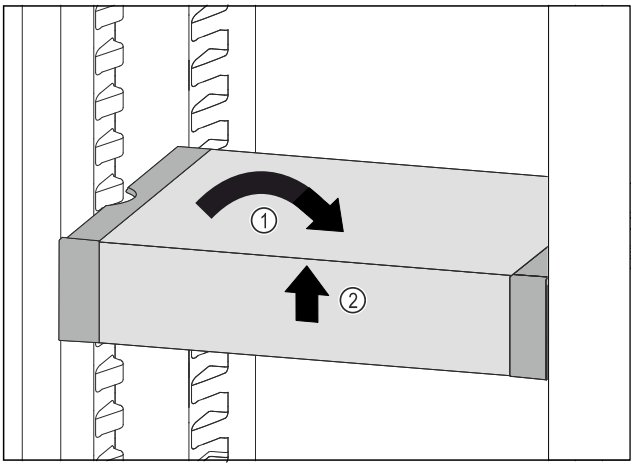

*Fig. 125*
▶ VarioSafe postavte rovně. *Fig. 125 (1)*
▶ VarioSafe vpředu zvedněte. *Fig. 125 (2)*